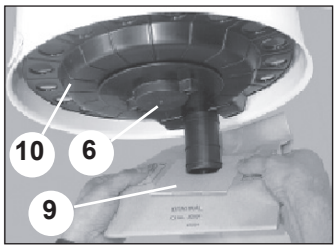

Fig. 3
Byte av dammpåse och service av filter om monteringssats för dammpåse används [fig. 3]: Ta bort dammpåsen (9), öppna fästmuttern (6) under filtret, ta bort stödet för dammpåsen (10), lösgör filtret [se punkt Filterservice].